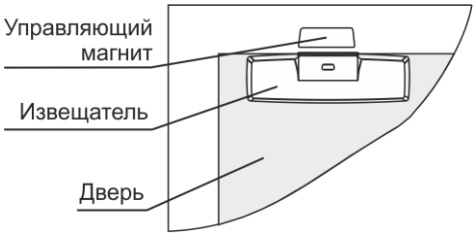

Рисунок 3
8.1.2 Вариант размещения извещателя на двери (рисунок 3)